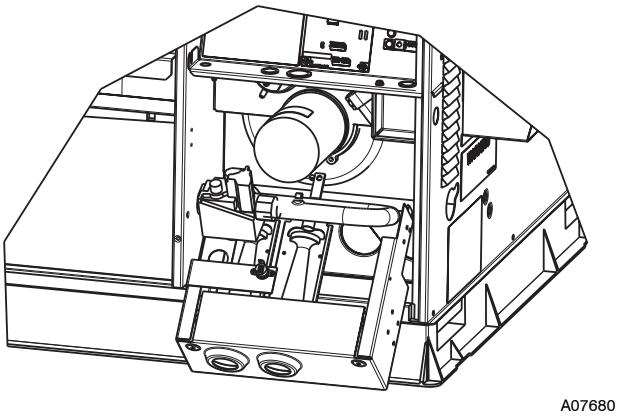

Fig. 26 - Burner Rack Removed
3. Slide the assembly out of the unit. (See Fig. 26). Clean the blower wheel. If additional cleaning is required, continue with Steps 4 and 5.